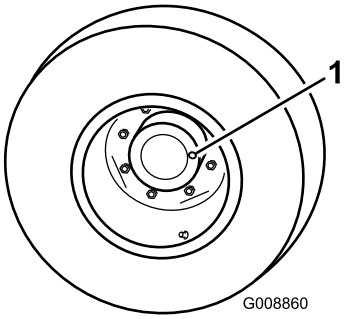

Figura 13
1. Con la máquina en una superficie nivelada, coloque la rueda de manera que el tapón de verificación/vaciado (Figura 13) esté en posición de las 3 o de las 9.